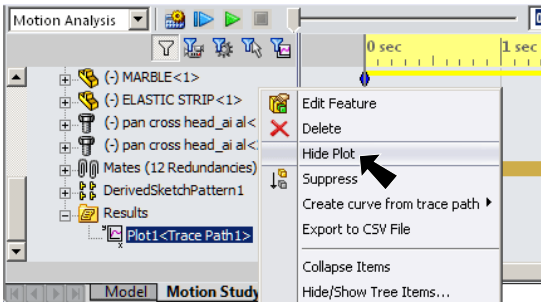

**Fig. 36**
Step 1. To hide Plot1, expand Results folder at the bottom of the Simulation Study Tree. **Right Plot1** and click **Hide Plot** from menu, **Fig. 36**.